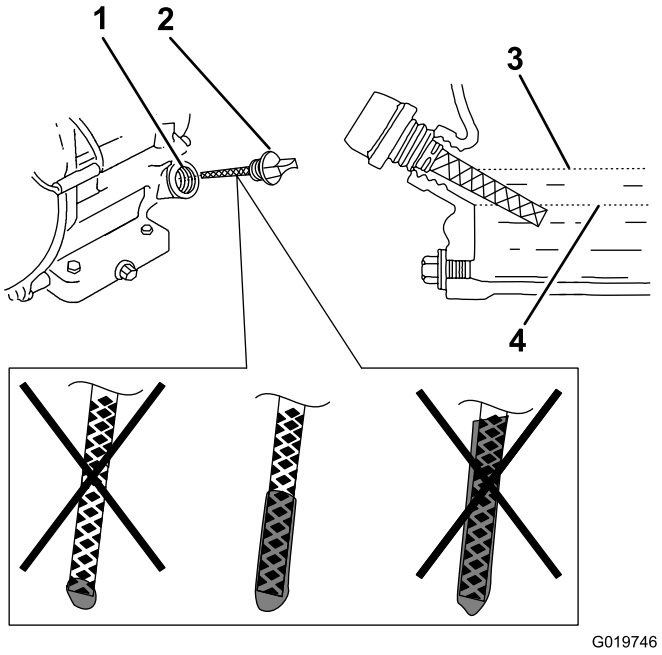

Figure 32
4. Remove the oil-fill cap/dipstick and wipe the end clean (Figure 32).
5. Slide the dipstick fully into the fill port without threading it into the port (Figure 32).
6. Remove the dipstick and look at the end. If the engine oil level is low, slowly pour only enough oil into the fill port to raise the level to the Full mark on the dipstick (Figure 32).
7. Replace and secure the dipstick (Figure 32).